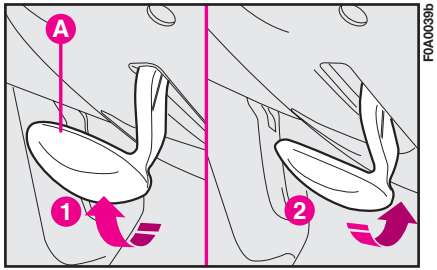

fig. 63
1) Déplacer le levier **A-fig. 63** en position **1**.